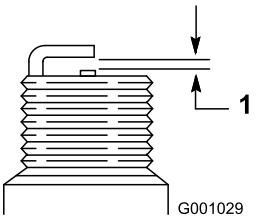

**Figur 53**
4. Justera elektrodgapet på det nya tändstiftet till 0,76 mm enligt Figur 53.